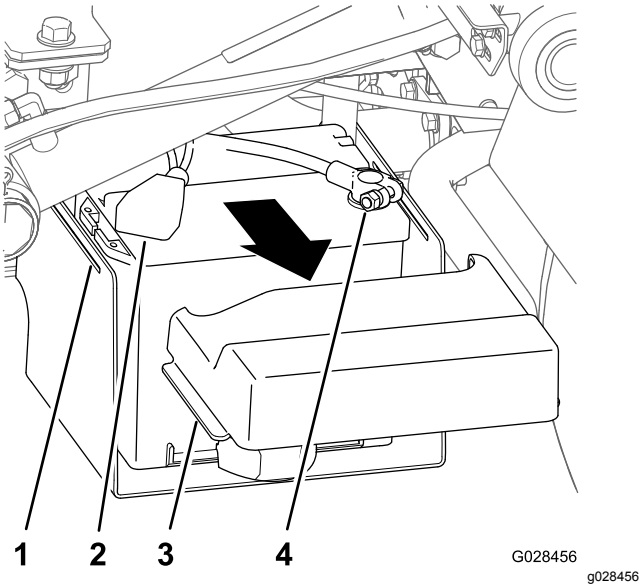

Figur 22
1. Klem siden på batteridekselet for å løsne tappene fra slissene på batteribasen, og fjern batteridekselet fra batteribasen (Figur 22).
2. Skyv dekslet bakover og ta ut den negative batteriklemmen fra batteriet (Figur 22).
3. Ta ut den positive batteriklemmen fra batteriet (Figur 22).